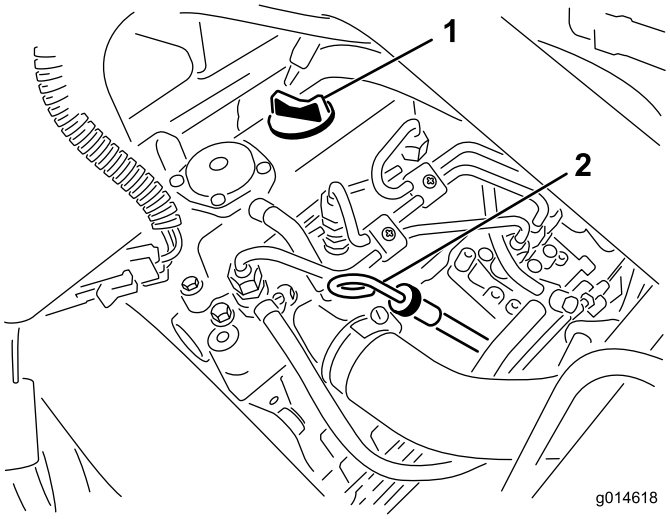

Figur 27
2. Ta ut peilestaven og tørk den med en ren fille (Figur 27). Sett peilestaven inn i røret, og pass på at den når helt ned. Fjern peilestaven fra røret, og sjekk oljenivået. Hvis oljenivået er lavt, fjern oljelokket fra ventildekslet og fyll **sakte** på nok til å heve nivået til merket "full" på peilestaven. Hell i olje sakte, og kontroller nivået ofte underveis. **Ikke fyll på for mye.**